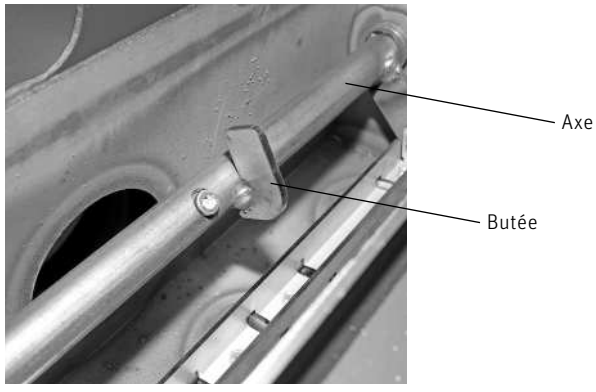

Fig. 50 Visser solidement les arbres ensemble dans l'axe
– Visser fermement les deux arbres dans l'axe (la butée doit être orientée vers le haut) (vis à tête cylindrique à six pans creux M8x30). Ne pas visser l'axe à l'arbre – Fig. 50.